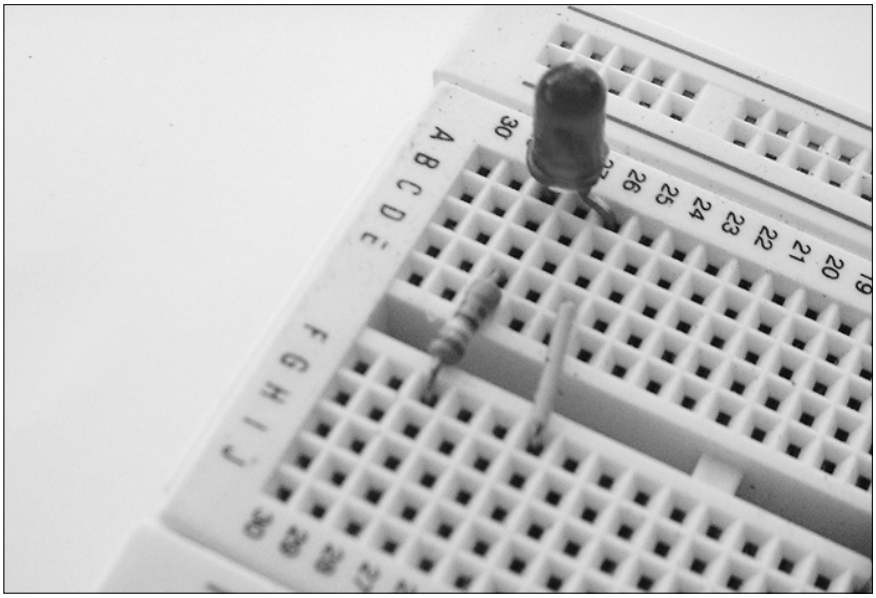

Figure 11-5: Clip the length of components so they fit neatly on the breadboard.
- Don't be afraid to clip some extra length off the leads of components. Resistors, capacitors, and diodes don't cost much. Cutting off excess leads lets you lay components flat against the board, which helps them stay in place (see Figure 11-5). Save these parts for use on another circuit, or just toss them, if the leads are too short.